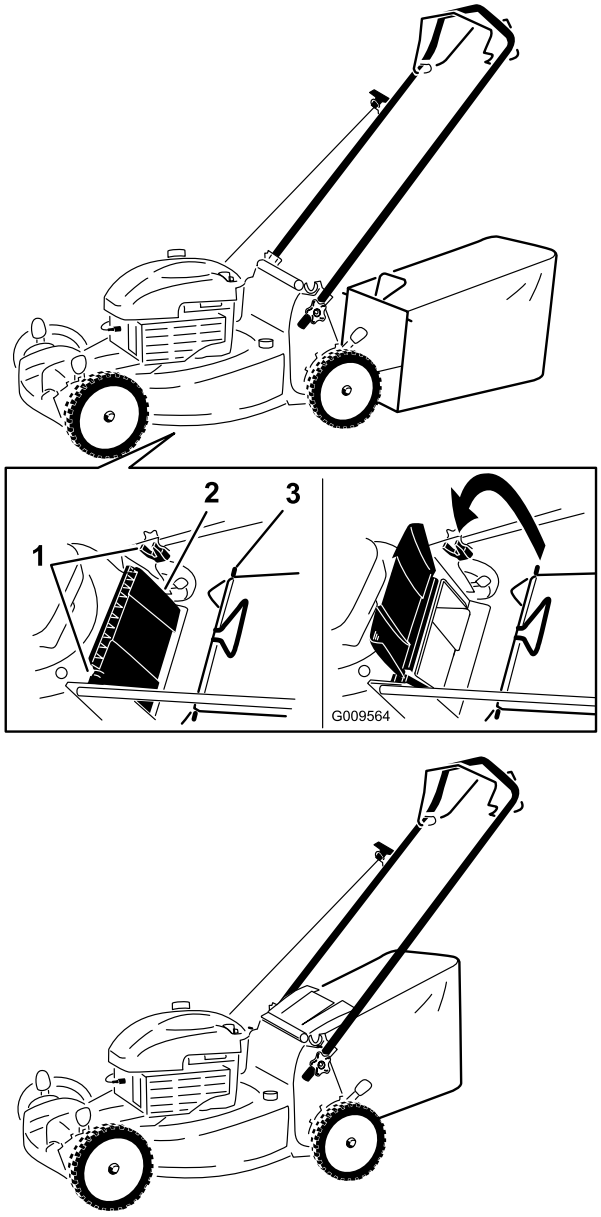

Figur 18
1. Løft og hold oppe den bakre avlederen (Figur 18).
2. Monter gressposehåndtaket, og påse at pinnene hviler i hakkene på håndtaket (Figur 18).